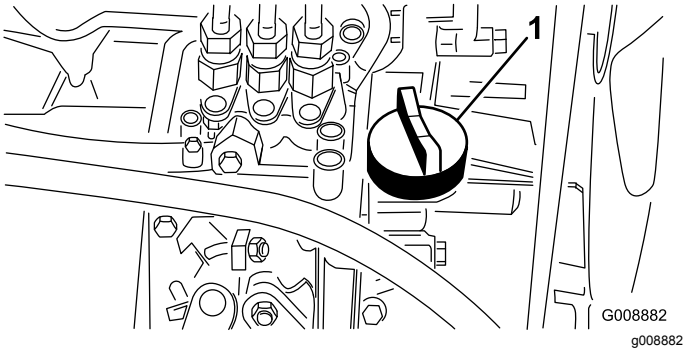

Figuur 37
4. Als het oliepeil te laag is, verwijdert u de vuldop (Figuur 37) en vult u bij met kleine hoeveelheden olie totdat het oliepeil de Vol-markering op de peilstok bereikt. Vul de olie langzaam bij en controleer daarbij veelvuldig het peil.